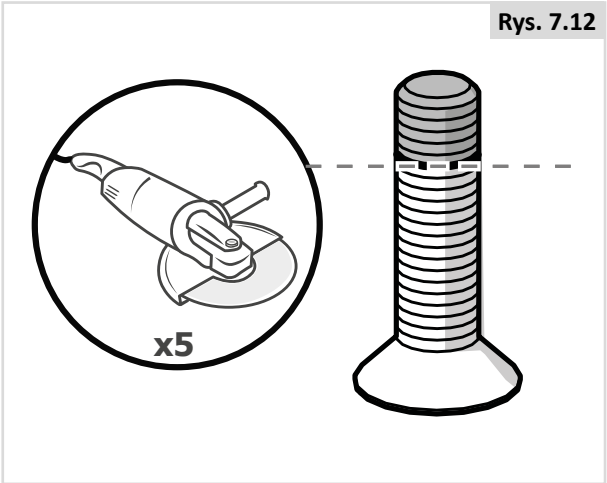

Rys. 7.12
7. Uciąć śruby w oznaczonych miejscach (Rys. 7.12).